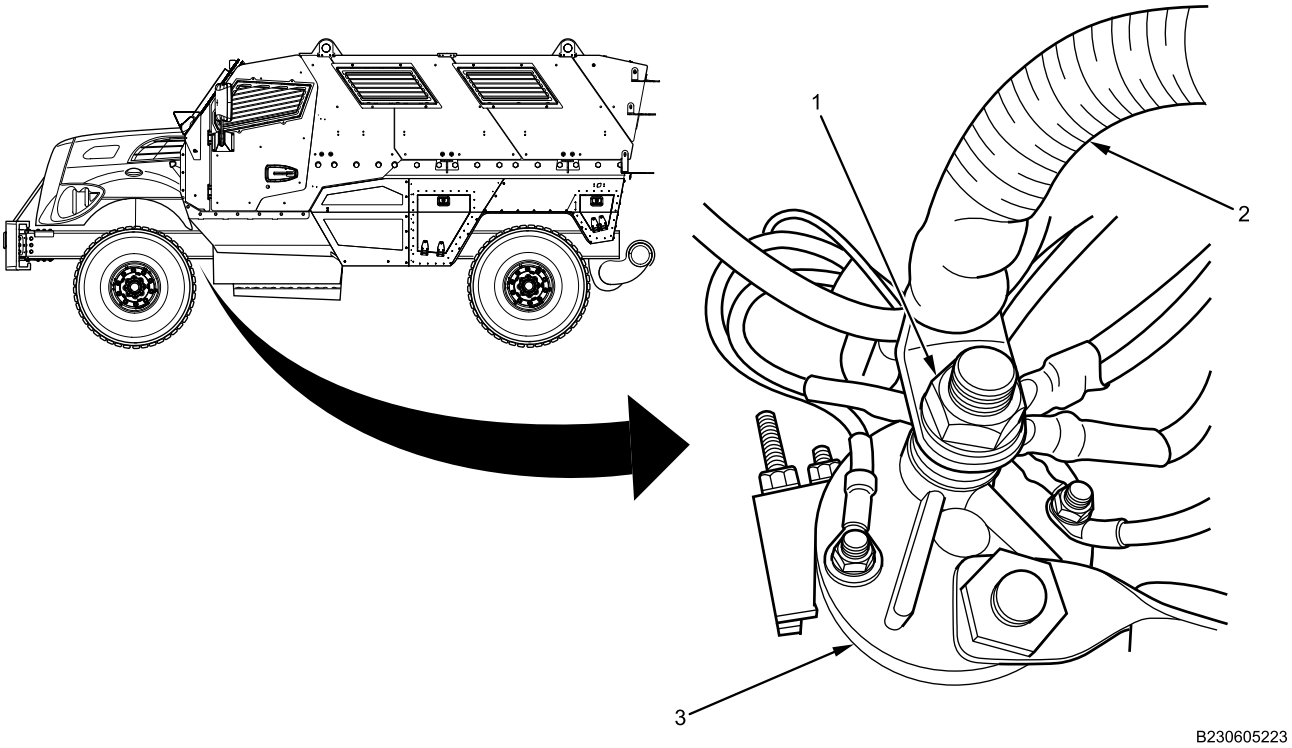

Figure 2. Solenoid Feed Cable Installation.
2. Install feed cable (Figure 2, Item 2), new lockwasher, and nut (Figure 2, Item 1) on solenoid (Figure 2, Item 3). Tighten nut securely.